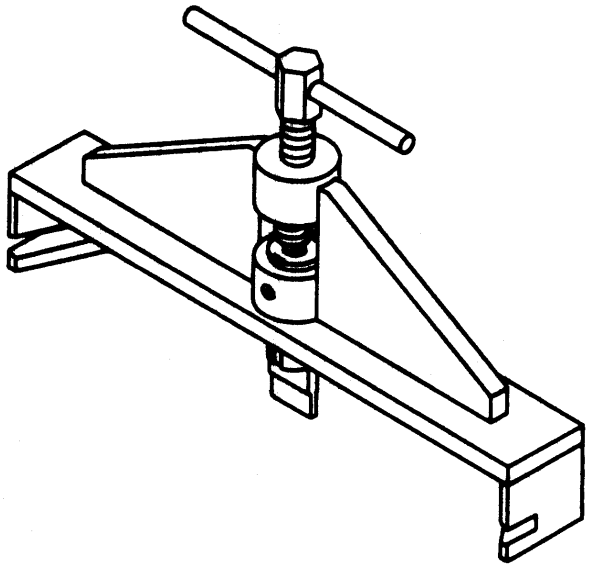

Figure 14. 23038034 Turbine Vane Casing and Turbine Vane Separator
i. Using three 23038034 separators (figure 14), spread vane segments (17, 19, figure 13) from the seal strips (18, 20).